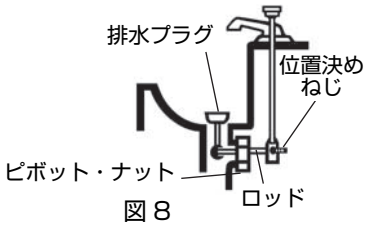

図 8
- ポップアップ式排水栓付きのシンクの場合：ロッドと排水栓を取り外します。（図 8 参照）内部にたまっている水が漏れ出すことがありますので、必ず容器をクリーンアウト・プラグの下に設置します。